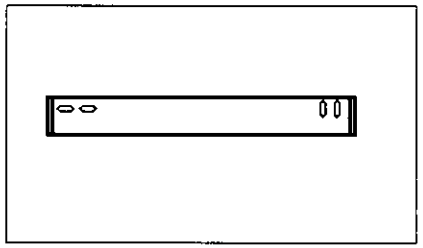

afb. 3 Wandhouder
- Monteer de wandhouder aan de wand (afb. 3).
- Hang het toestel in de wandhouder (afb. 3).